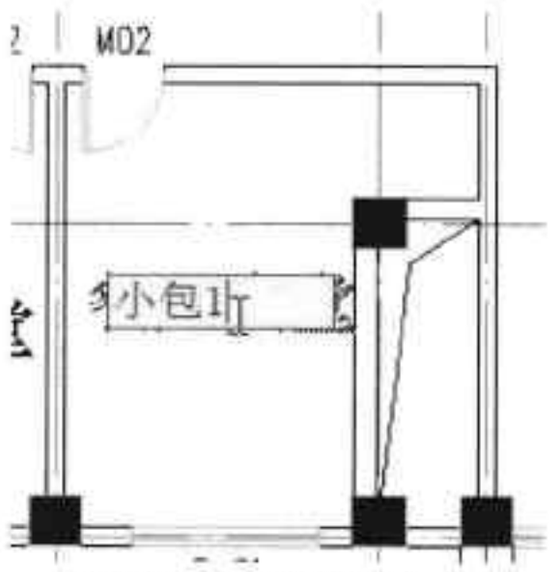

图17-107 输入新文本
Step10 双击要修改的文本内容，在打开的文本编辑框中，输入新文本内容，如图 17-107 所示。